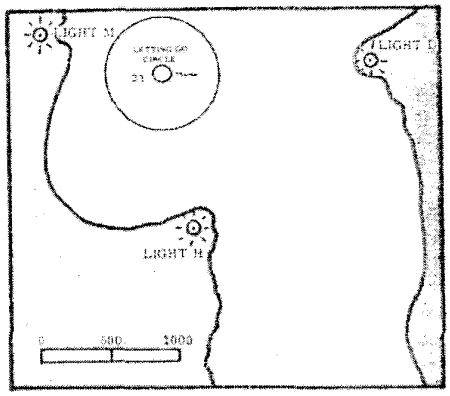

Figure 10
1. From the center of the berth, lay off the letting go circle with a radius equal to the horizontal distance between the alidade or radar antenna in use and the hawse pipe. (See figure 10.)